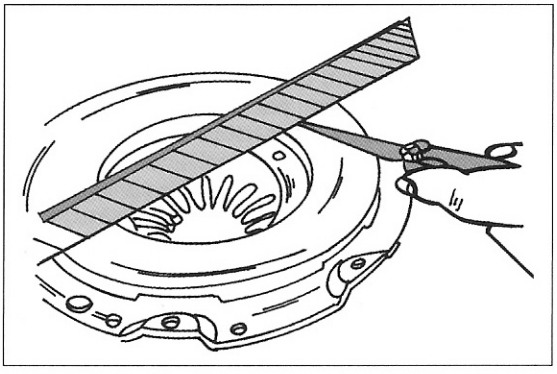

Bild 191
- Ein Messlineal über die Reibfläche der Druckplatte auflegen, wie es in Bild 191 gezeigt ist, und mit Fühlerlehren den Spalt ausmessen. Falls der Spalt innen mehr als 0,3 mm beträgt, muss die Kupplung erneuert werden.